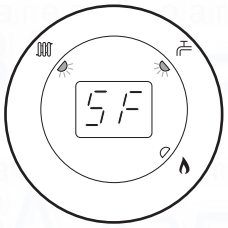

Fig. 47
4. The display will now alternate between 'SF' and the current boiler temperature and both green LEDs will flash (Figs. 47 & 48).